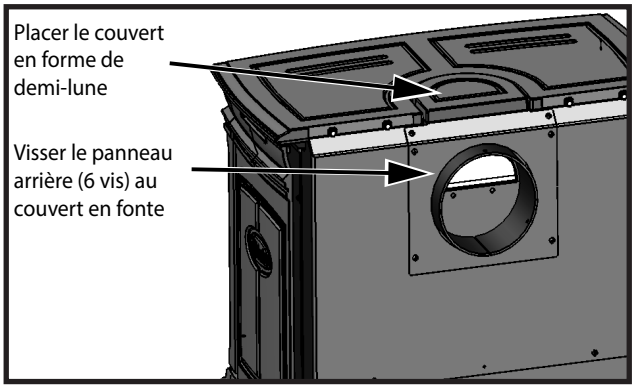

Figure 6: Assemblage horizontal final du Alt 1.2.
- Installer le couvert massif en fonte en forme de demi-lune et le joint sur le dessus de l'appareil (Figure 6). Utiliser les boulons retirés précédemment pour fixer. Serrer à la main et serrer ¼ à ½ tour supplémentaire.